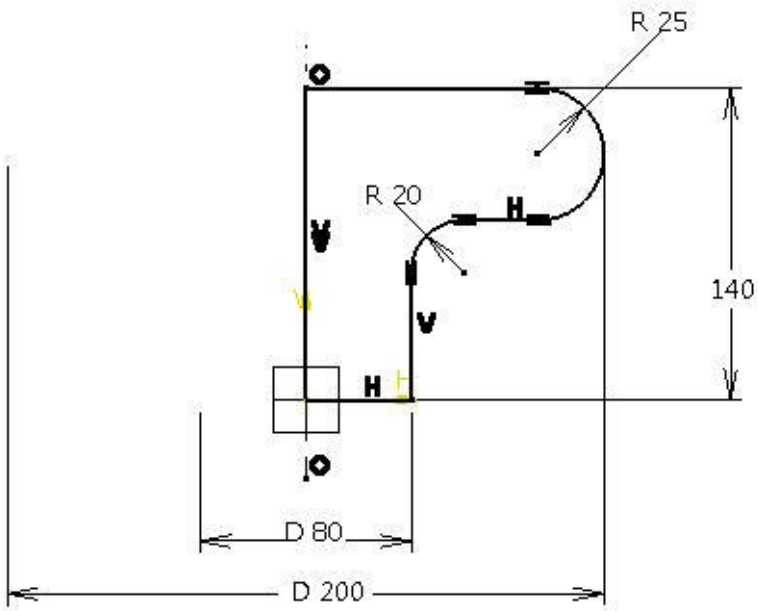

Figure 4-57 *The sketch after applying all the constraints*
5. Move the cursor vertically downward and click once in the geometry area to place the dimension, refer to Figure 4-57.
9. Move the cursor vertically downward and place the new linear diameter dimension below the previous dimension, refer to Figure 4-57.
The default values of dimensions displayed in Figure 4-57 may be different while dimensioning the sketch. The advantage of using parametric software is that you can draw a sketch of any size and then modify its dimensions.